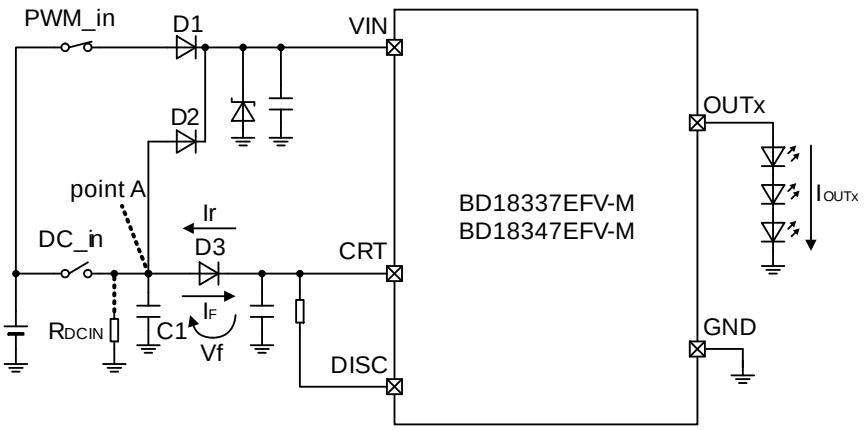

Figure 14. How Reverse Protection Diode Affects the CRT pin Ramp Up / Down Time
(1) During the PWM dimming operation mode, Point A on Figure 14 is Hi-Z.